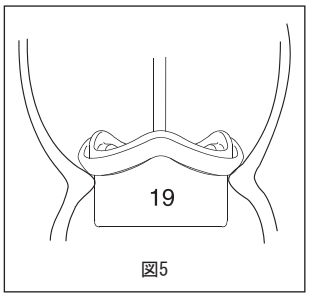

図5
1)本品専用サイザー（モデル1133）の円筒側（図3）を使い、患者の弁輪にスムーズに入る最大径のサイザーを選びます（図5）。